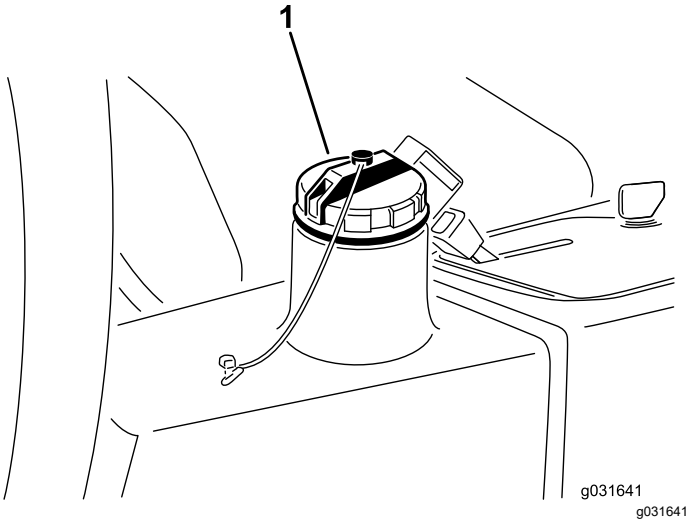

Figur 66
4. Fyll tanken (Figur 66) med cirka 13,2 liter hydraulvätska. Se Specifikation för hydraulvätskan (sida 51) och Kontrollera hydrauloljenivån (sida 52).